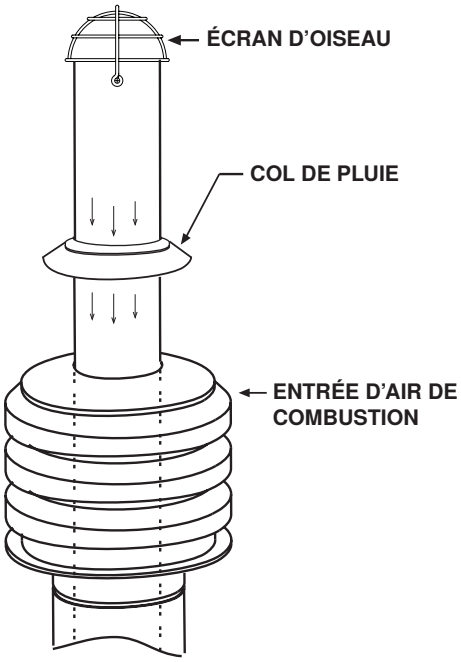

**Figure 16. Entrée d'air de combustion, collier anti-pluie et pare-oiseaux**
8. Installez l'entrée d'air de combustion extérieure, le collier de pluie, l'écran pare-oiseaux et le solin fourni sur le chantier (voir **Figure 16**) :